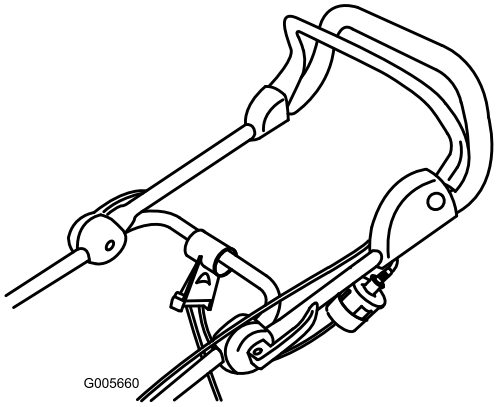

Bild 13
2. Stecken Sie das Verlängerungskabel in die Buchse am Rasenmäher (Bild 13).